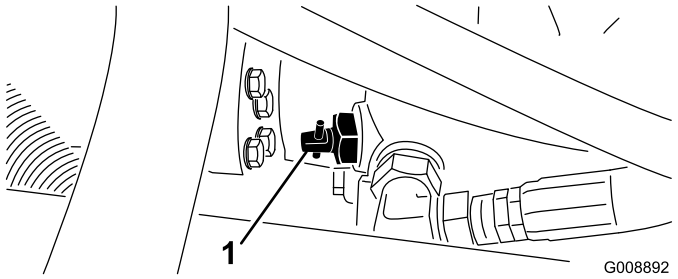

Figura 42
1. Localice la válvula de desvío en la bomba (Figura 42) y gírela 90°.